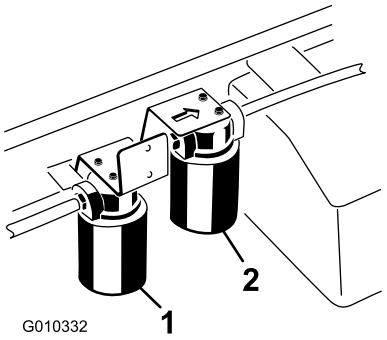

Figur 70
2. Rengjør området rundt der filteret skal festes. Plasser et tappefat under filteret, og ta ut filteret (Figur 70).
1. Rengjør området rundt filteret for høy strømning skal festes (Figur 70). Plasser et tappefat under filteret, og ta ut filteret.